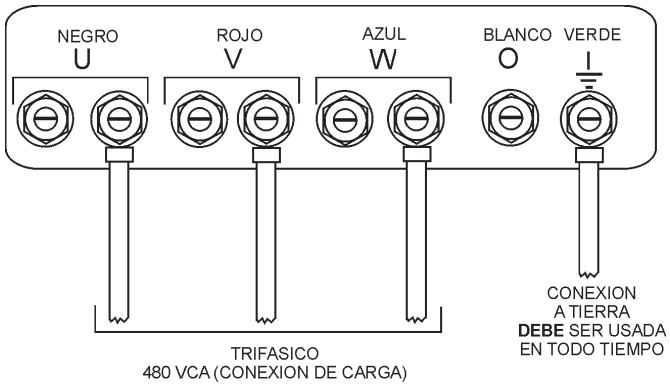

**Figura 26. Contactos de las terminales UVWO conexiones 3Ø-480V**
2. Conecte los cables de carga a las terminales UVWO como se muestra en la Figura 26.